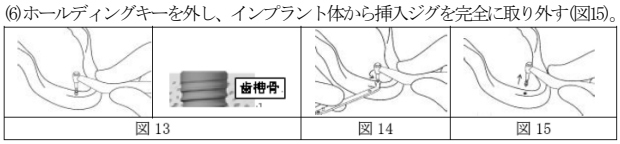

図13　図14　図15
(4)インプラント体を15rpm以下の速度で埋入する(埋入の最終位置まで入ると抵抗が大きくなる)。埋入深度は骨内埋入部のすべてが歯槽骨頂下となることを推奨する(図13)。